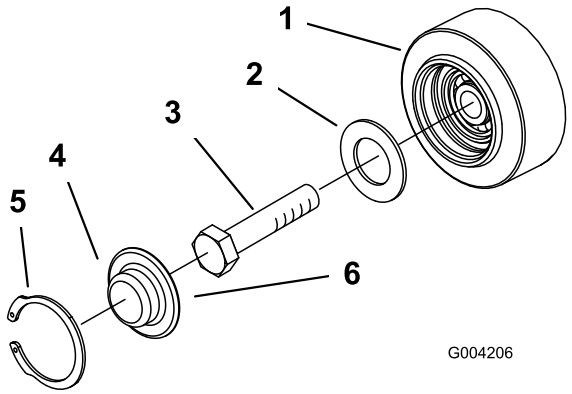

**Figur 49**
3. Ta bort låsringen och hatten från väghjulet (Figur 49).
4. Kontrollera smörjningen under hatten och runt packningen (Figur 49). Om den är smutsig, sandig eller förbrukad gör du rent så att allt fett försvinner, byter packningen och smörjer igen.
6. Sätt den infettade väghjulshatten över bulthuvudet (Figur 49).
7. Fäst väghjulshatten med låsringen (Figur 49).